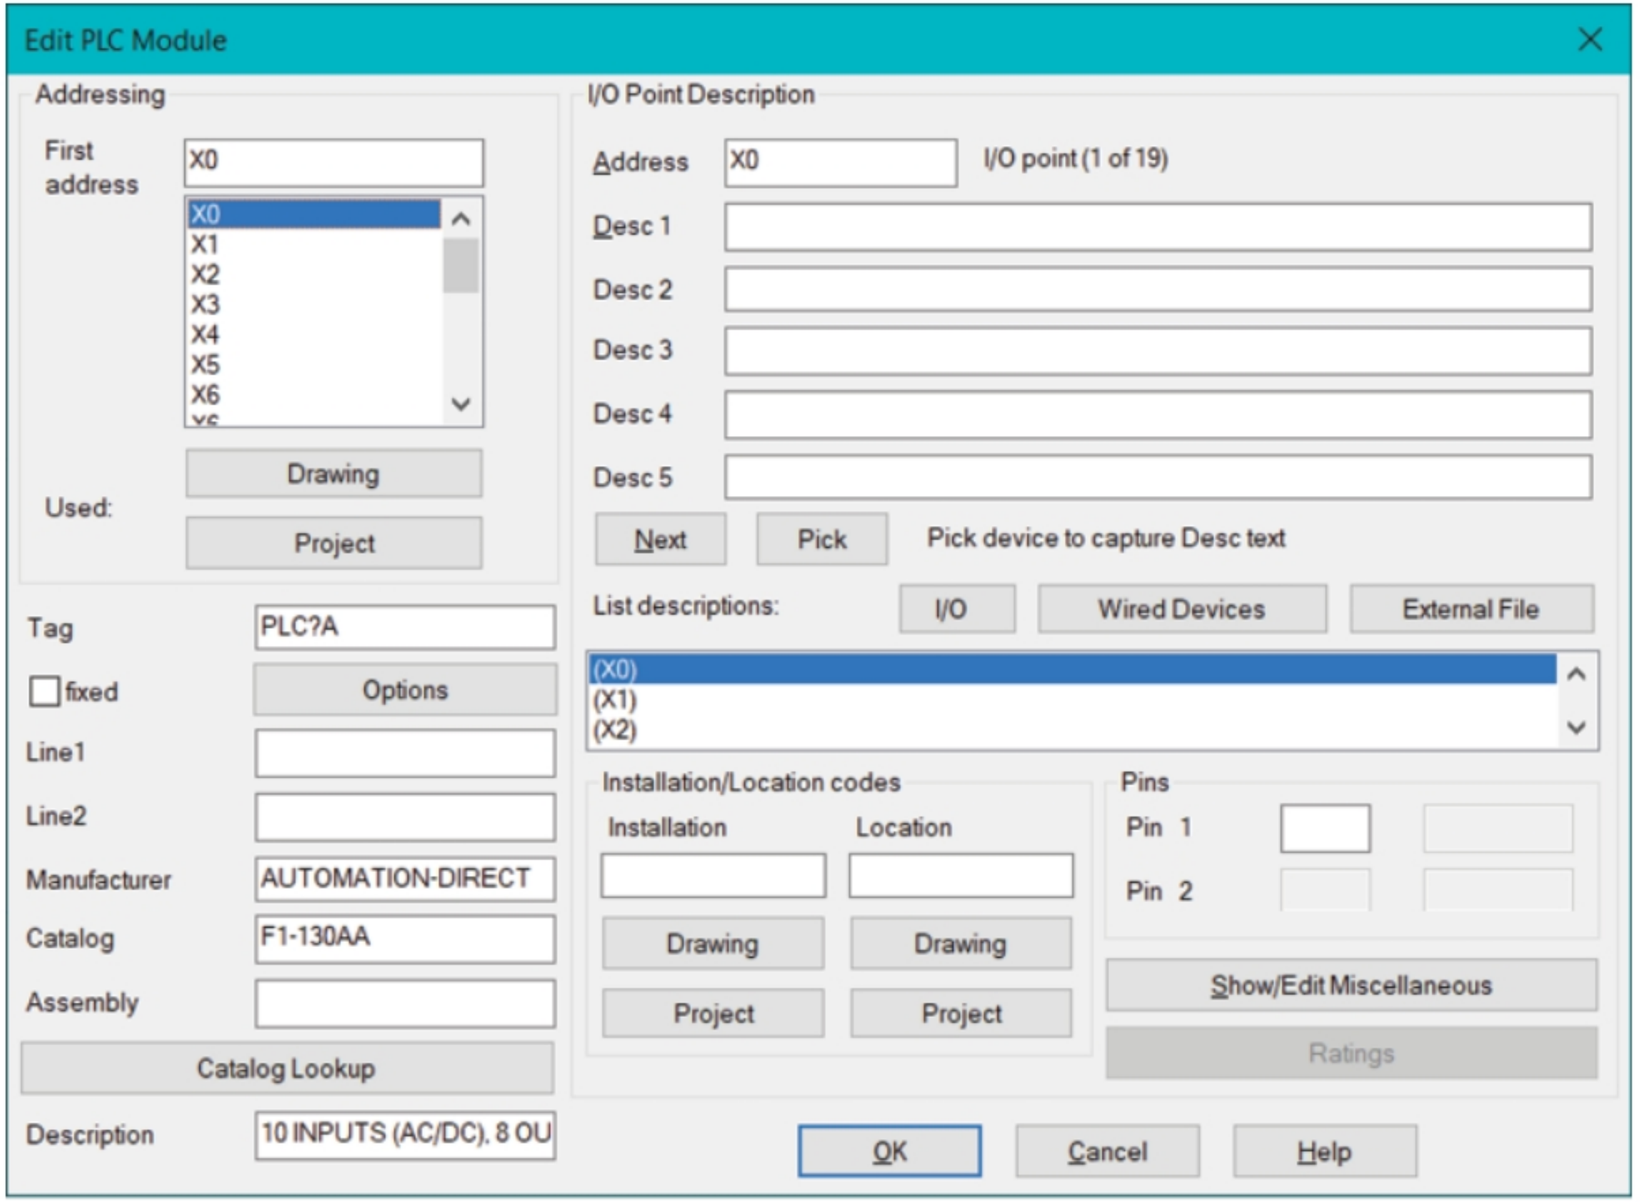

Figure-29. Options to Edit PLC module
- Place PLC at suitable location in drawing where connections can be made to both side. The **Edit PLC Module** dialog box will be displayed; refer to Figure-29.